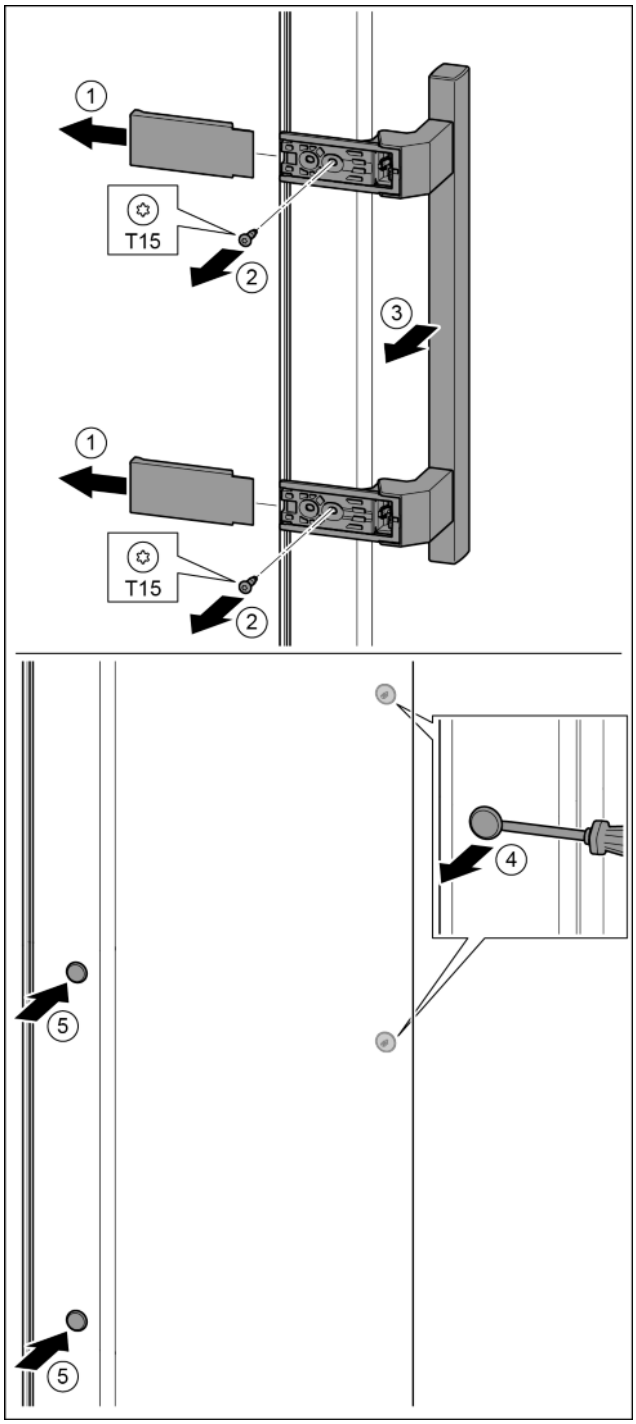

Fig. 18
- ▶ Retirer le cache. *Fig. 18 (1)*
- ▶ Desserrer les vis avec un tournevis T15. *Fig. 18 (2)*
- ▶ Déposer la poignée. *Fig. 18 (3)*
- ▶ Soulever délicatement le bouchon latéral avec un tournevis plat et le sortir. *Fig. 18 (4)*
- ▶ Remettre en place le bouchon de l'autre côté. *Fig. 18 (5)*